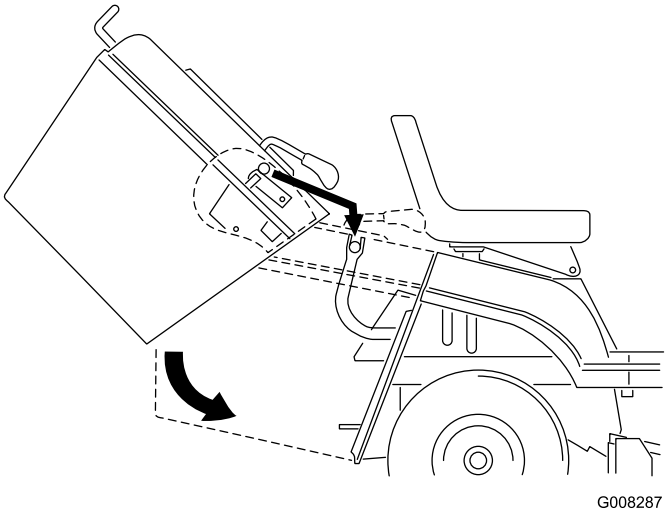

Figuur 34
1. Pak de grasvanger met beide handen vast en kantel deze naar voren (Figuur 34).
2. Kantel de opvangbak ongeveer 40 graden voorwaarts en schuif hem op de 2 steunbeugels aan de achterzijde van de machine (Figuur 34).